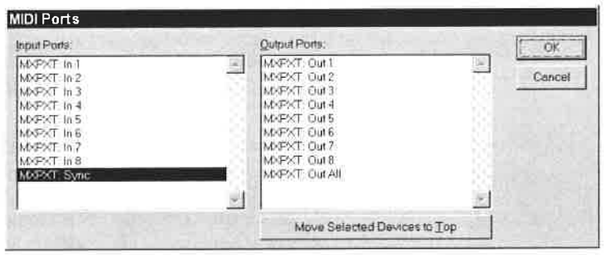

Figure 5-2: Asservir un séquenceur au port Sync de la MIDI Express XT pour la synchronisation via le MIDI Time Code (MTC).
Pour rendre un séquenceur esclave du code SMPTE, via la MIDI Express XT, il suffit de connecter le séquenceur au port de synchronisation Windows de la MIDI Express XT, comme indiqué ci-dessous pour *Cakewalk Pro*™ (Figure 5-2).
La première étape consiste à rendre le MIDI Time Code maître de votre séquenceur (voir Figure 5-2).
2. **Utilisez le menu "settings/MIDI Devices" pour ouvrir la zone de dialogue des appareils MIDI et choisissez "MXPXT: Sync" comme entrée MIDI (voir Figure 5-2 à la page 64).**